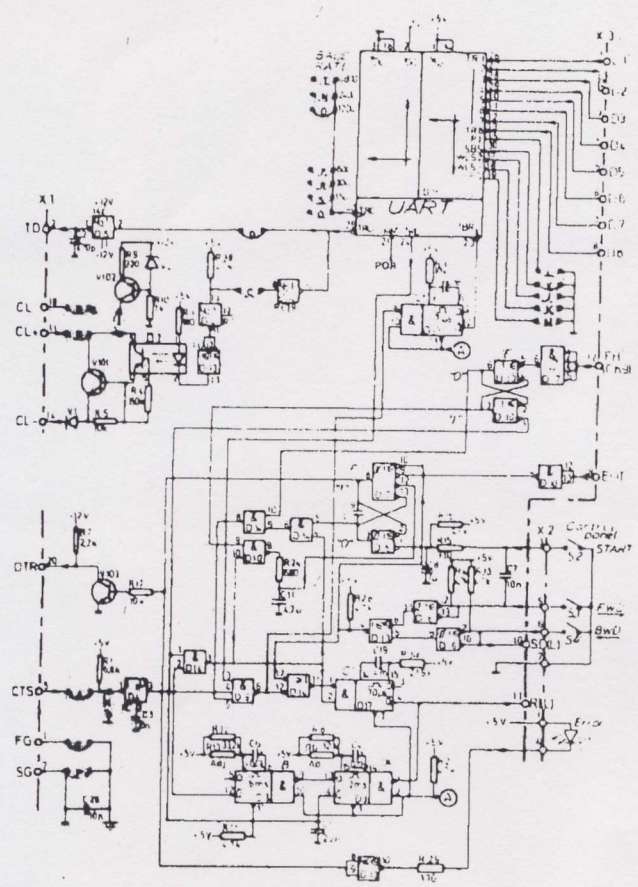

FIG 33
The start of the delay circuits, A & B, by RI(L) 1-sets E, indicating that a call for information has been made. When the stepper motor has moved the tape one character, the feed hole is detected and transferred into signal FH'. FH' 0-sets E which allows a new CTS to trigger C if the delay A & B has passed, if there is no error and if the preceding character in UART is transmitted in serial form. The delay A & B, 2ms + 6ms, determines the highest reading speed, 120ch/s. See Fig. 33.
See Fig. 33 & 34
See Fig. 33 & 35